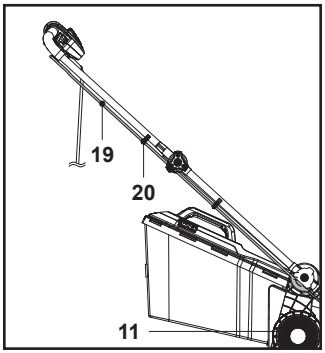

Fig. 4
6. Fixer le cordon de commande (19) à l'aide des deux serre-câbles (20) (Fig. 4).